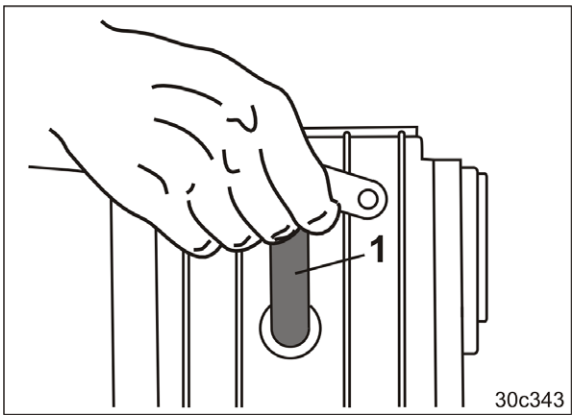

**Fig. 172**
1. Mettez le levier (Fig. 172/1) de la boîte sur la position souhaitée [voir tableau (Fig. 85), en page 85].